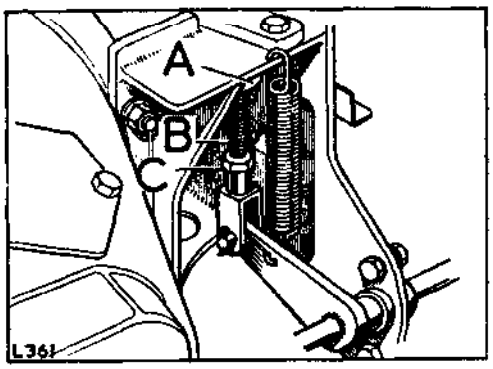

**Fig. B1-35. Clutch adjustment**
1. Slacken the push rod locknut, at the slave cylinder. See Fig. B1-35.